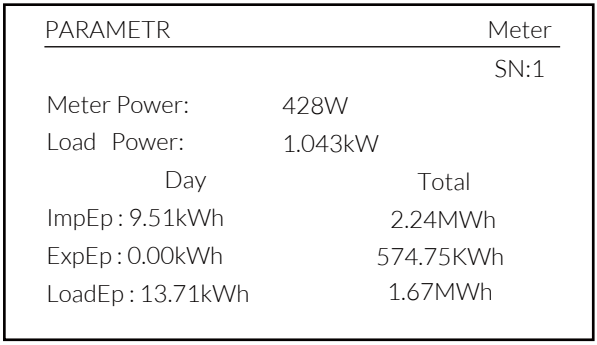

Figura 7.18 Função de Grid-zero por meio da ativação do smart meter
4. Se a configuração for bem-sucedida, você poderá retornar à interface do menu e exibir o LCD em [home page] pressionando o botão [up down]. Se for exibido [meter power XXW], a configuração da função de Grid-zero estará concluída. Mostrado na figura 7.18.